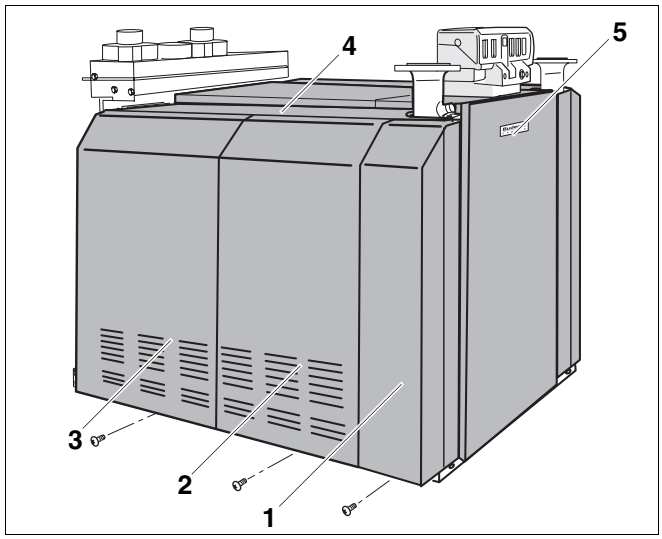

Afb. 85 Logano plus GB434 compleet gemonteerd
- Hang de achterste zijwanden (afb. 85, **pos. 3**), de voorste zijwanden (afb. 85, **pos. 1**) en, indien die voorhanden zijn, de middenste zijwanden (afb. 85, **pos. 2**) bovenaan aan de zijdelingse ketelafdekkappen (afb. 85, **pos. 4**) en schroef ze onderaan aan de langssokkels met schroeven met vlakke kop 3,9 × 9,5 vast.
- Neem het typeplaatje (Logano plus GB434) (afb. 85, **pos. 5**) uit de zak met de "Techn. Unterlagen" en hang het in de plaats van het typeplaatje (Logano GE434) dat aan de voorwand voorhanden is.
- Kleef het typeplaatje van de Logano plus GB434 op de zijdelingse ketelafdekkap (afb. 85, **pos. 4**).